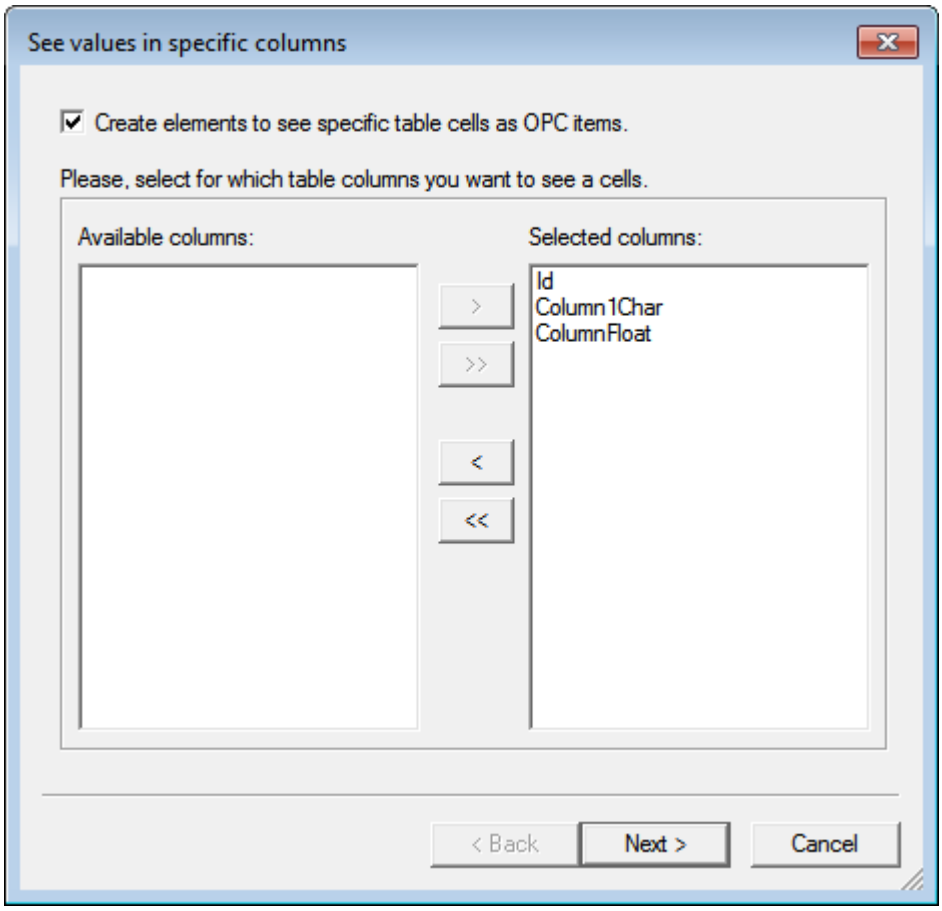

Figure 3: Choosing columns for mapping
3. Optional step (when Checkbox "Create elements to see specific table cells " is chosen) Choosing table columns that have to be mapped to **database operands** and/or to **OPC items on internal OPC server**. (**Figure 3**)